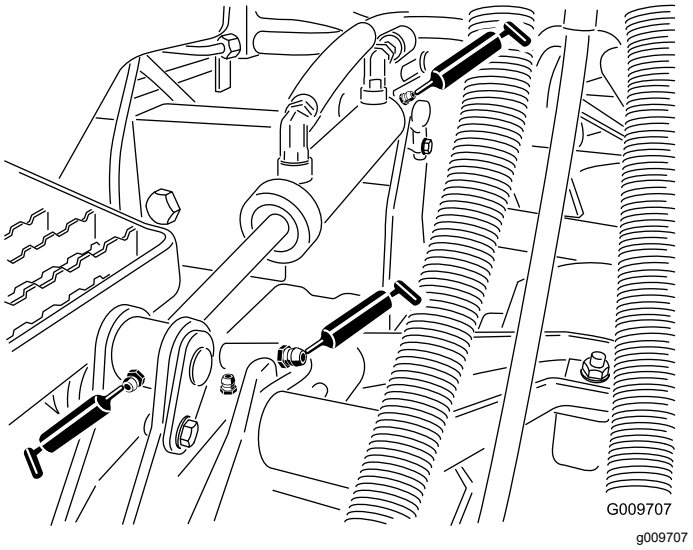

Figur 78
- Løftearmhylser (én per klippeenhet), som vist i Figur 78
- Løftesylinderhylser (to per klippeenhet), som vist i Figur 78